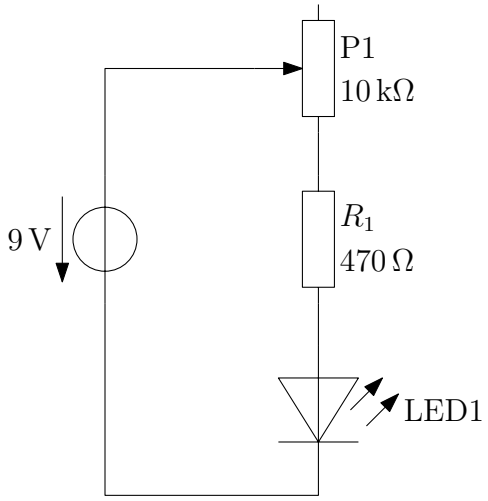

Abbildung 2.5: Experiment – Potentiometer in Reihe zum Vorwiderstand
**Versuchsaufbau und -durchführung** Bauen Sie die Schaltung nach Abb. 2.5 auf. Verdrehen Sie das Potentiometer.
**Erklärung** Gemäß Abb. 2.5 ist der „untere Teil“ des Potentiometers in Reihe zum Widerstand $R_1$ geschaltet, $R_1$ und der untere Teil von P1 bilden also den Vorwiderstand $R_\mathrm{V}$ von LED1. Je nach Drehwinkel von P1 liegt $R_\mathrm{V}$ im Bereich